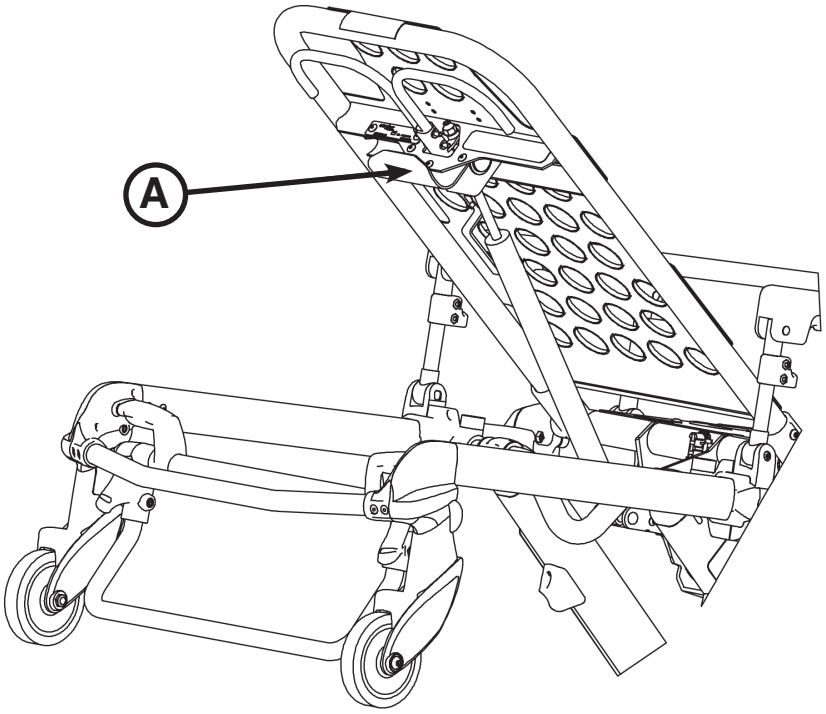

Afbeelding 60
Gebruik de apparatuurhaak (A) (zie Afbeelding 60) om aanvullende accessoires of apparatuur, zoals defibrillators of monitors, op te hangen.